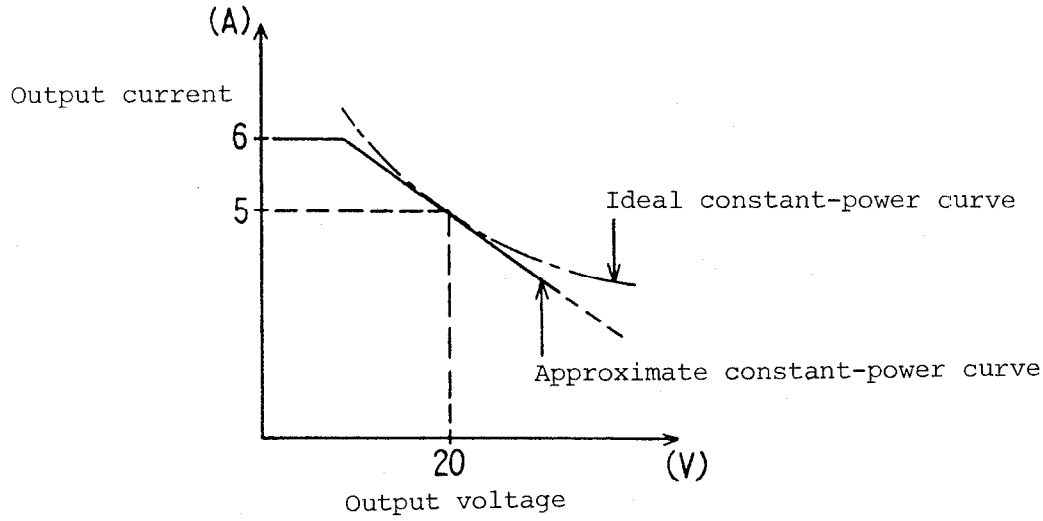

Fig. 10
(14) CONSTANT-POWER DRIVER (Figs. 10 and 11)